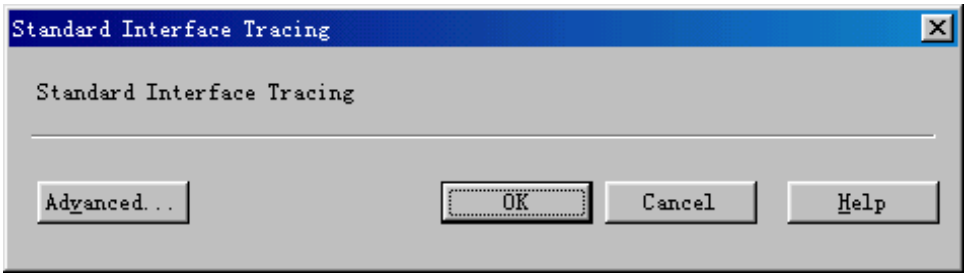

Figure 8-1 Standard Interface Tracing dialog box
The **Standard Interface Tracing** dialog box opens up as shown in Figure 8-1.
Figure 8-1 shows the **Standard Interface Tracing** dialog box.
1) Open the **Standard Interface Tracing** dialog box as shown in Figure 8-1.